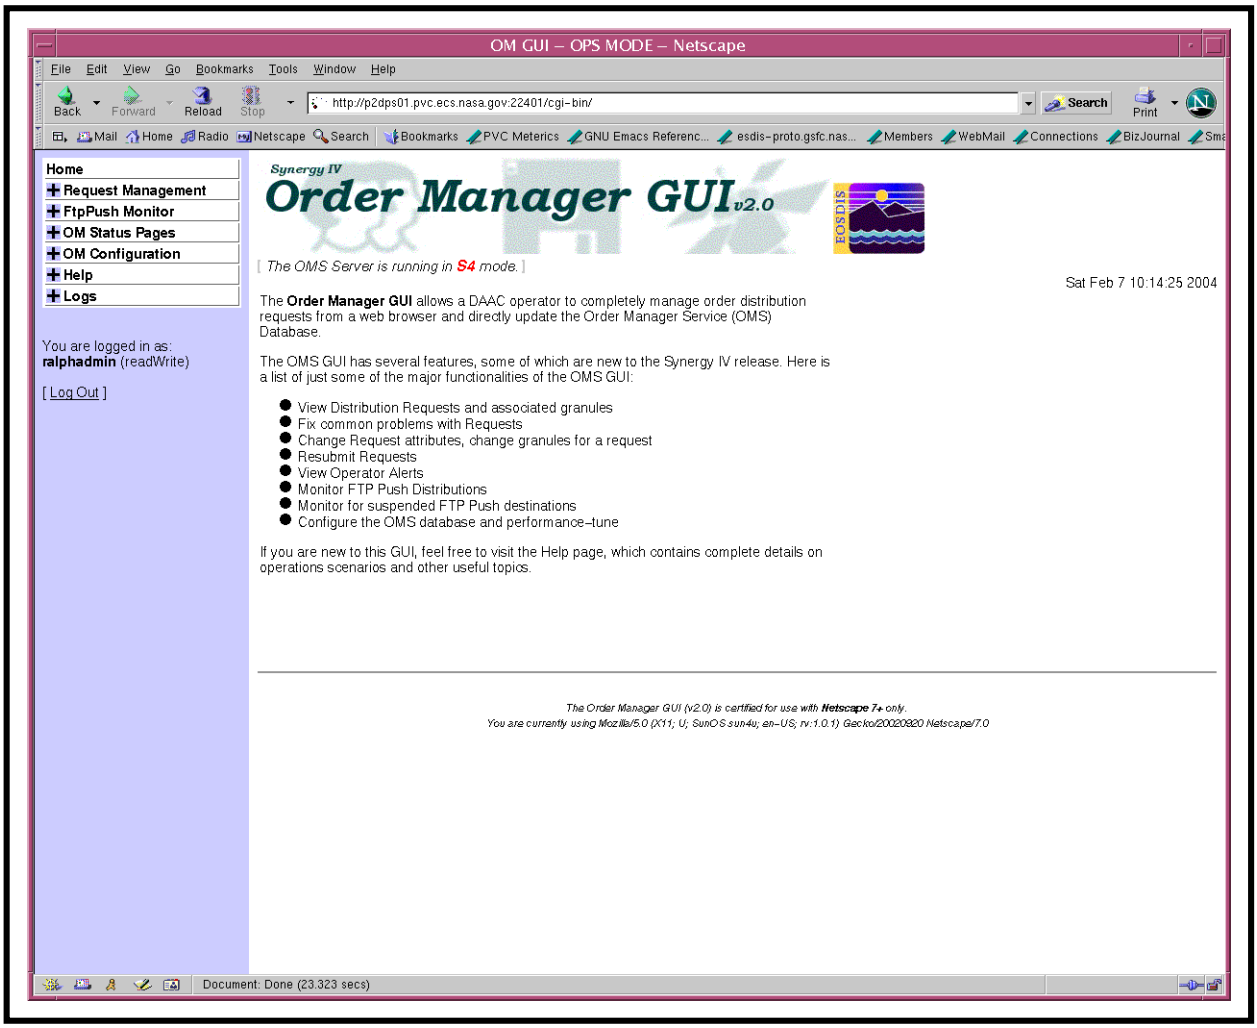

Figure 23. Order Manager Page [“Home” Page]
- The **Order Manager Page** [**"Home" Page**] (Figure 23) is displayed.